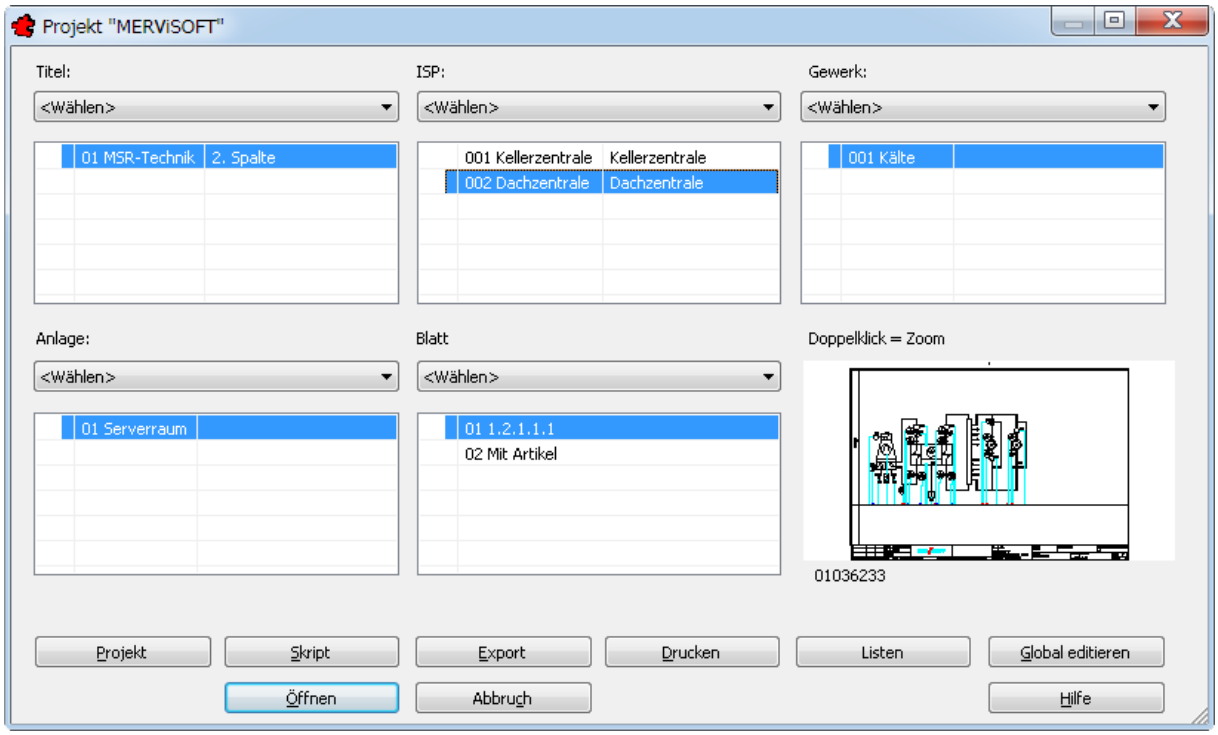

Bild 18.65 – Die Anlage wurde in den ISP *Dachzentrale* verschoben
- Nun wird die Anlage *Seminarraum* dem ISP *Dachzentrale* zugeordnet. Automatisch wird auch ihre LV-Position angepasst (Abb. 18.65).